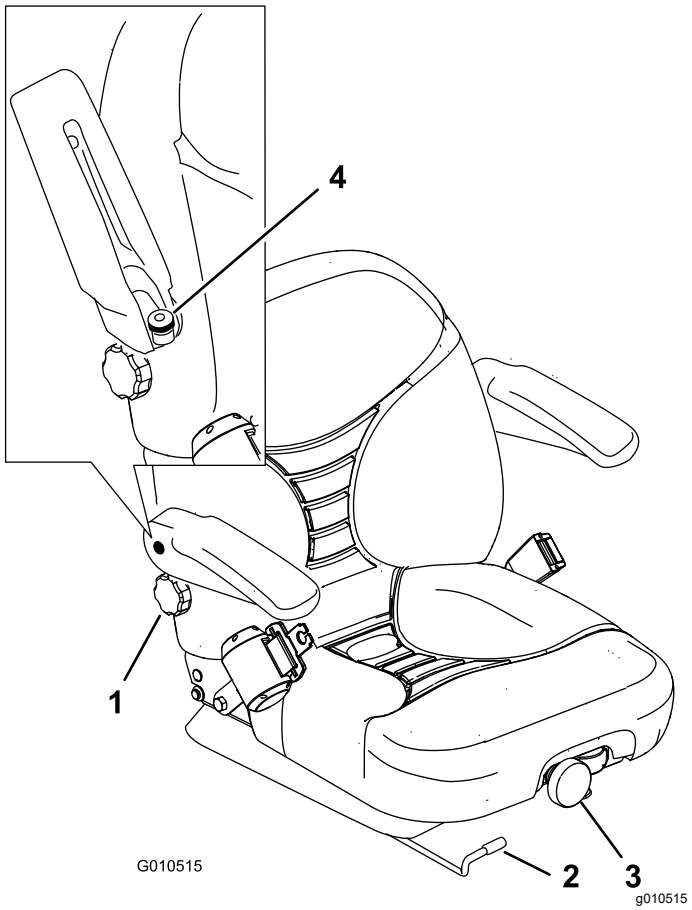

**Figure 34**
1. Poussez le levier sur le côté pour débloquer le siège (Figure 34).
Pour ce faire, tournez le bouton avant dans un sens ou dans l'autre pour obtenir la position la plus confortable (Figure 34).
Pour ce faire, tournez le bouton situé sous l'accoudoir droit dans un sens ou dans l'autre pour obtenir la position la plus confortable (Figure 34).
Relevez l'accoudoir et tournez le bouton dans un sens ou dans l'autre pour obtenir la position la plus confortable (Figure 34).